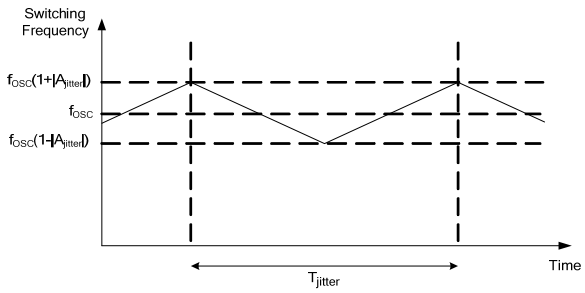

**Figure 3: Frequency Jittering**
An internal capacitor is charged with a controlled current source, which is fixed when FB is greater than 2V, and its voltage is compared with the TIMER voltage ($V_{TIMER}$). $V_{TIMER}$ is a triangular wave between 2.8V and 3.2V with a charging/discharging current (see Figure 3). The switching frequency can be calculated using Equation (1):